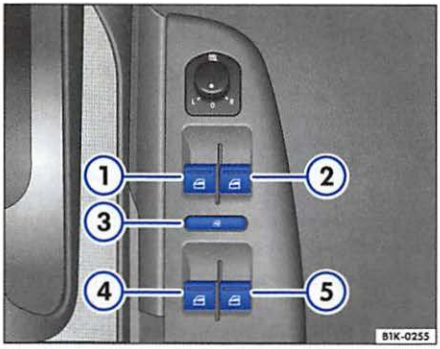

Fig. 33 Section of the driver door: window controls
– Press the ⇒ fig. 33 button to open a window.
The buttons ⇒ page 38, fig. 33 for the windows have two positions for opening the window and two for closing it. This makes it easier to open or close windows to the desired position.